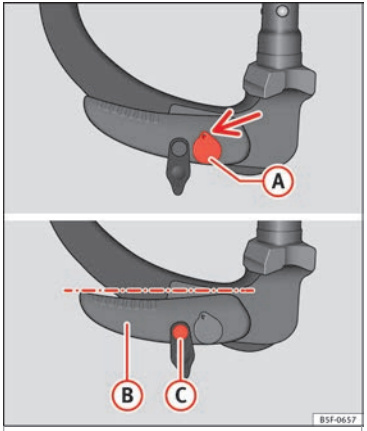

Fig. 225 Standby position: Position of the lever and the release bolt.
- Key (A) ››› **Fig. 225** is in the released position (the part of the key with the holes is facing upwards).
- Lever (B) ››› **Fig. 225** is in the bottom position.
- The release bolt (C) ››› **Fig. 225** can be moved.